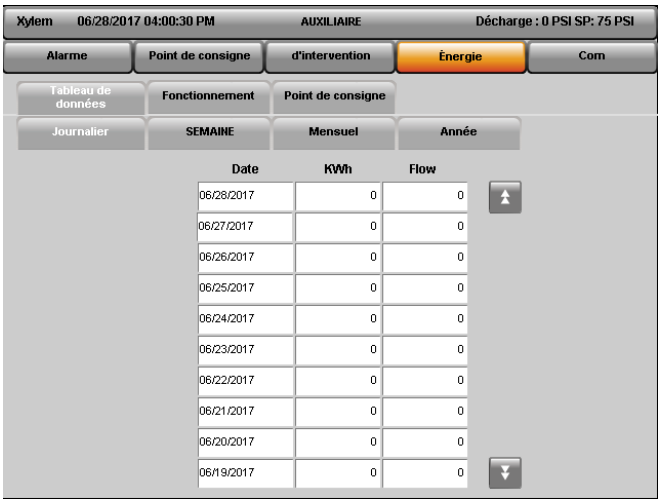

Figure 5.6.1 – Tableau de données quotidiennes
1. **Jour** – Le tri quotidien du KWh et du débit est disponible sur cette page. La page est illustrée à la Figure 5.6.1. La date est en format MM/JJ/AAAA.